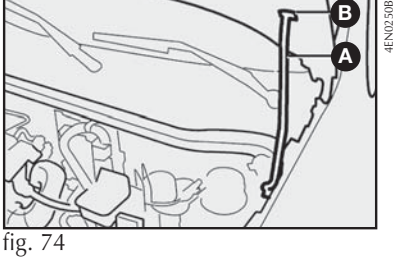

fig. 74
3) levantar o capô segurando-o pela parte central e, simultaneamente, soltar a vareta de suporte **A-fig. 74** do seu dispositivo de travamento;
4) introduzir a extremidade da vareta na abertura **B-fig. 74** do capô do motor.
1) manter levantado o capô com uma mão e, com a outra, tirar a vareta **A-fig. 74** da abertura **B** e repô-la no seu dispositivo de bloqueio;